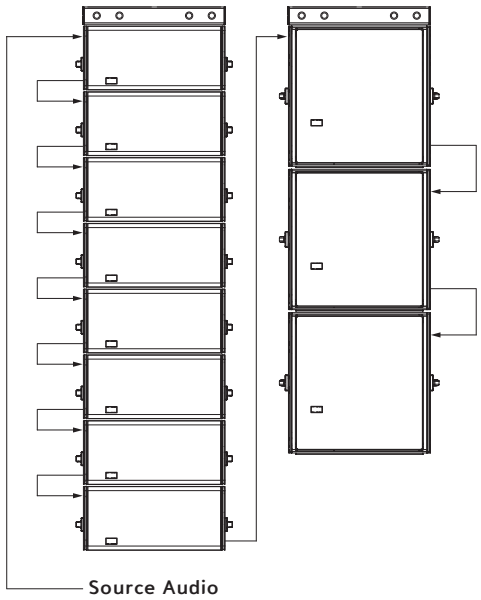

Figure 2: Flown Separate Arrays
- Flown separate arrays of LEOPARDs and 900-LFCs (Figure 2)